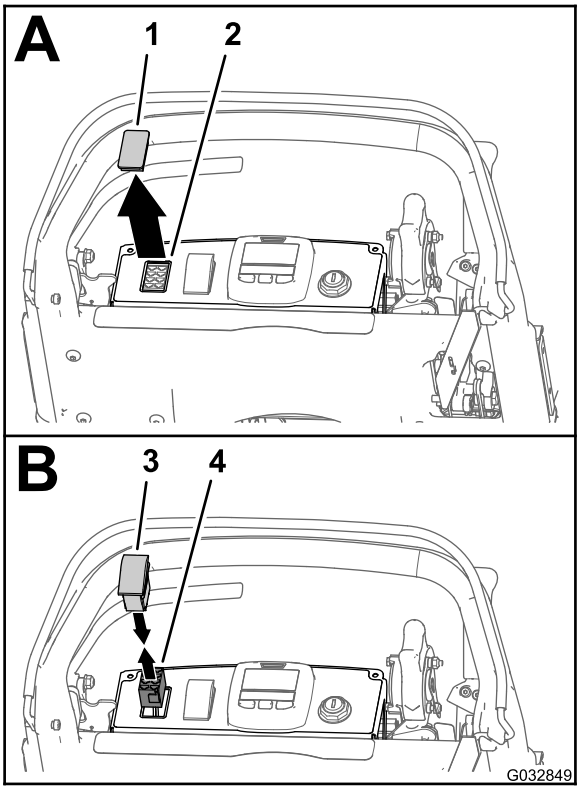
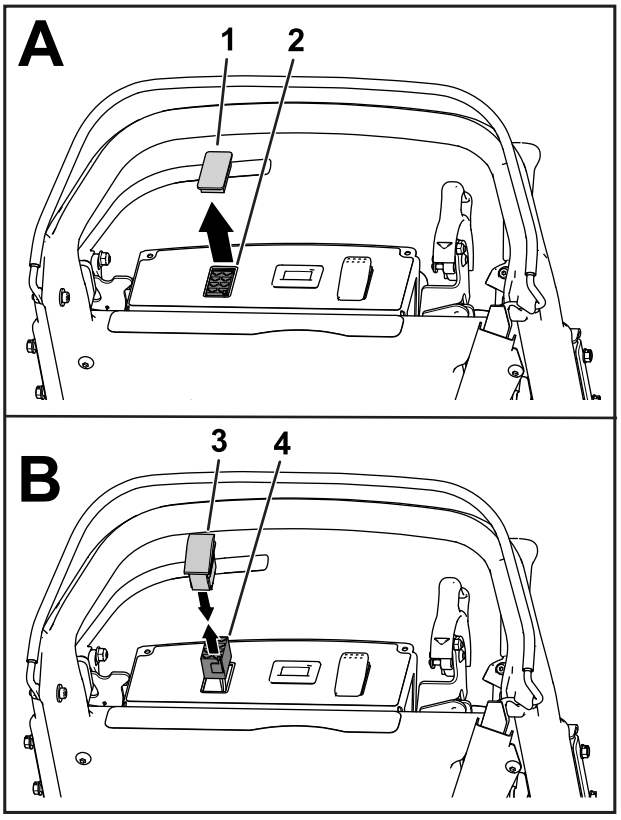

Рисунок 24
Рисунок 25
1. Извлеките заглушку из отверстия в левой передней поверхности панели управления (Рисунок 24 или Рисунок 25).
2. Протяните 8-гнездовой разъем жгута проводов машины через отверстие в панели управления (Рисунок 24 или Рисунок 25).
3. Подсоедините 8-штыревой разъем двухпозиционного перекидного переключателя к 8-гнездовому разъему жгута проводов машины (Рисунок 24 или Рисунок 25).